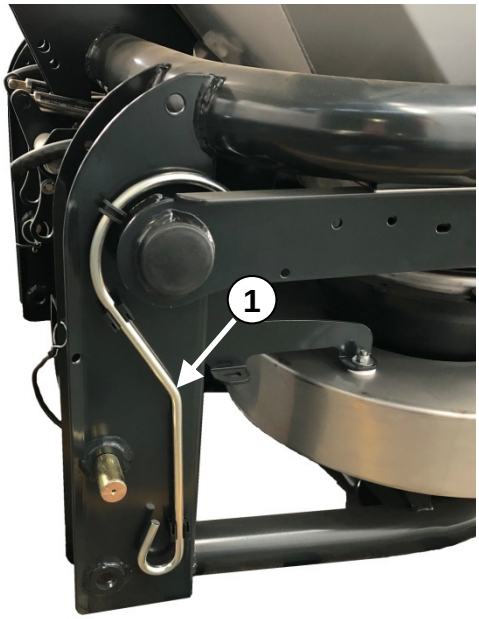

Rys. 15
Po odłączeniu rozsiewacza od ciągnika należy korzystać z dedykowanego wspornika podtrzymującego wał WPT (1). Wspornik jest zamontowany na ramie rozsiewacza, po jego lewej stronie – Rys. 15.